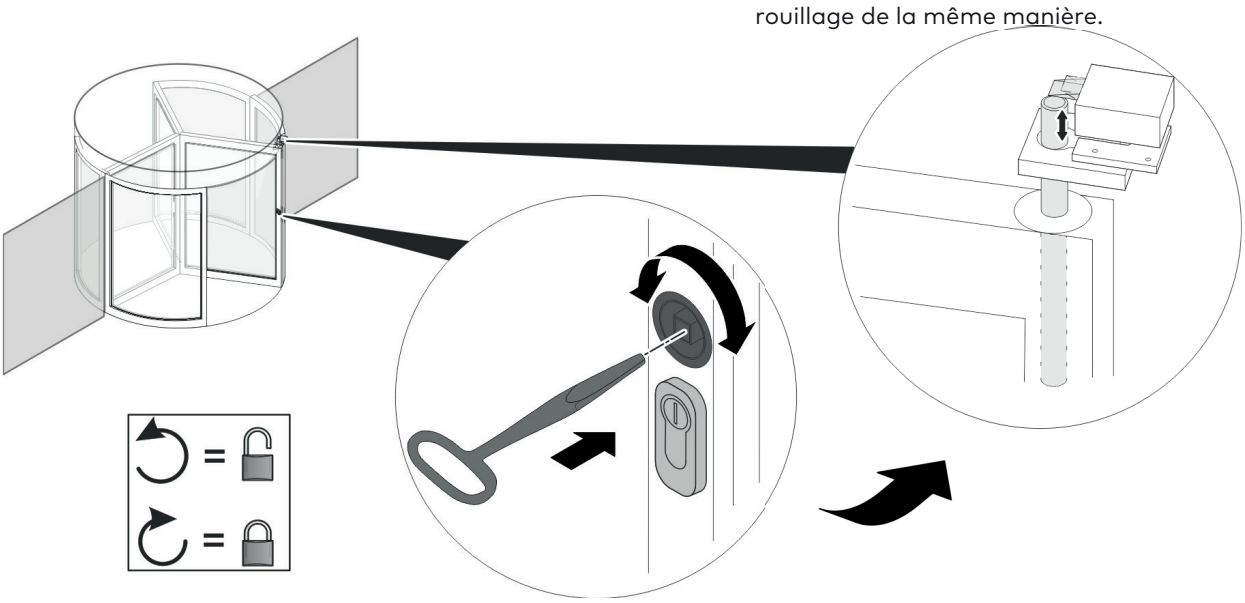

Abb. 5 Verrouiller au moyen du dispositif de verrouillage à barre
2. Déverrouiller le mécanisme d'actionnement du dispositif de verrouillage à barre au moyen de la clé/de la serrure (cylindre de fermeture)(Abb. 5).
3. Verrouiller la barre de verrouillage à l'aide de la clé carrée (Abb. 5).